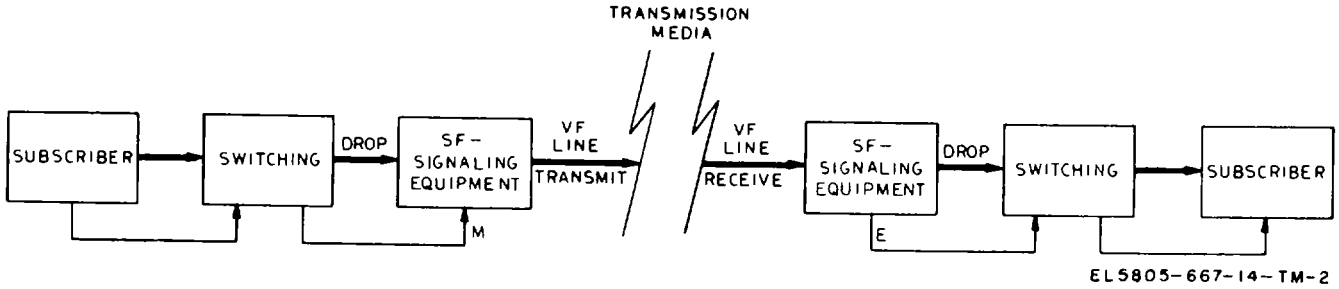

Figure 1-2. SF-signaling equipment, typical system operation (dc-dialing).
e. SF-signaling equipment is used on vf circuits between switching equipment and transmission media (carrier systems requiring 1600 or 2600 Hz E&M signaling) connecting two subscribers as shown on figure 1-2 Two signaling units are required for each four-wire vf circuit (one unit at each transmit-receive terminal) The signaling unit may be used In applications where dc-dial pulses (8-12 pps) and supervisory signals are transmitted over dial circuits, in intercenter (trunk) applications involving supervisory signaling, or in situations involving ringdown type operation.
a. SF-signaling equipment is used on vf circuits between switching equipment and transmission media (carrier systems requiring 1600 or 2600 Hz E & M signaling) connecting two subscribers as shown in figure 1-2. Two signaling units are required for each four-wire vf circuit (one unit at each transmit-receive terminal). The signaling unit may be used in applications where dc-dial pulses (8-12 pps) and supervisory signals are transmitted over dial circuits, in intercenter (trunk) applications involving supervisory signaling, or in situations involving ringdown type operation.